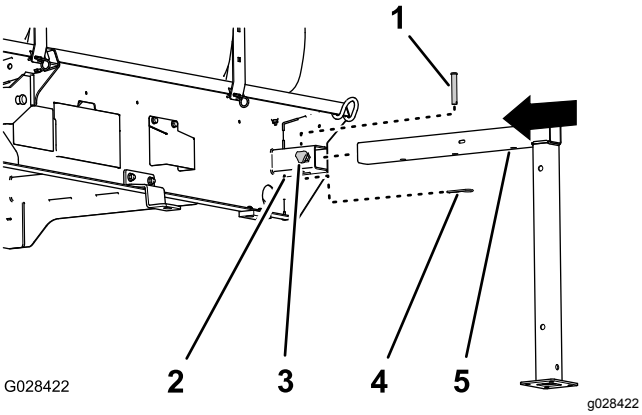

**Figur 133**
1. Rett inn den fremre jekkstøtten med jekkstøttemottakeren foran på tanken (Figur 133).
2. Skyv jekkstøtten inn i mottakeren helt til det midtre hullet på det horisontale jekkstøtterøret er justert med hullet på toppen av mottakeren (Figur 133).
4. Skru en låseknott inn i mottakeren, og stram til knotten for hånd (Figur 133).